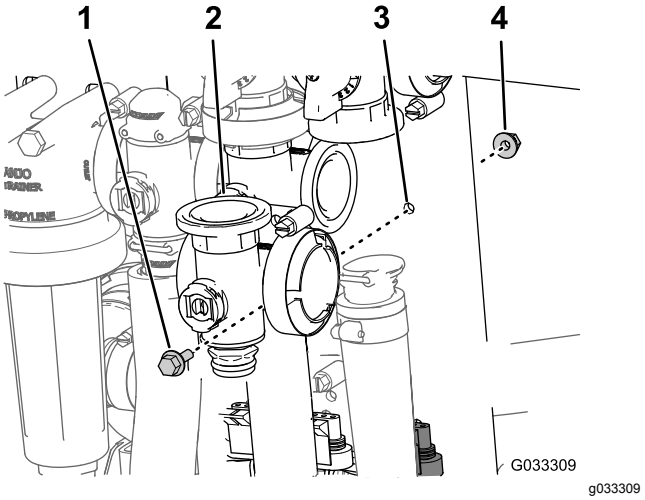

Figuur 67
3. Verwijder de flenskopbout en flensborgmoer waarmee de hoofdklep van de spuitboom is bevestigd aan de klepbevestiging en verwijder de klepverdeler van de machine (Figuur 67).